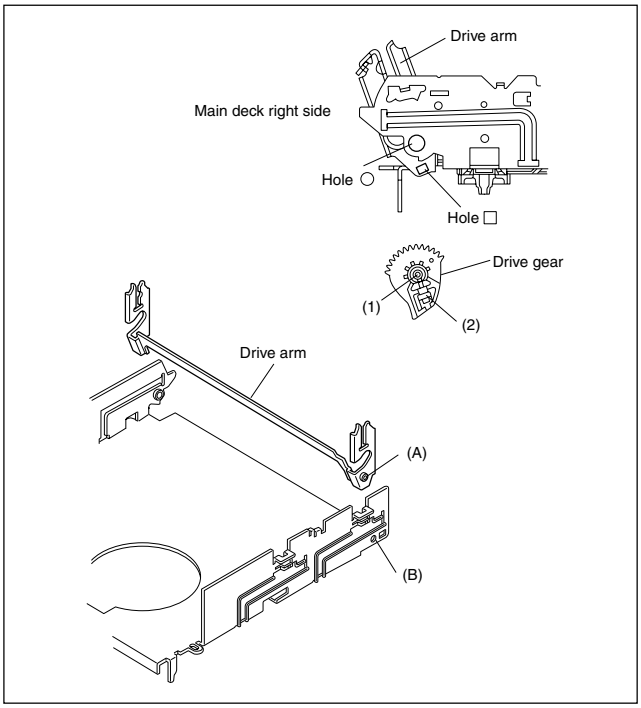

Fig. 2-2-3f
(1) Insert the section (A) of the drive arm into the section (B) of the main deck.
(2) Insert the section (1) of the drive gear into the round hole, and the section (2) into the square hole on the drive arm. (See Fig.2-2-3f.)